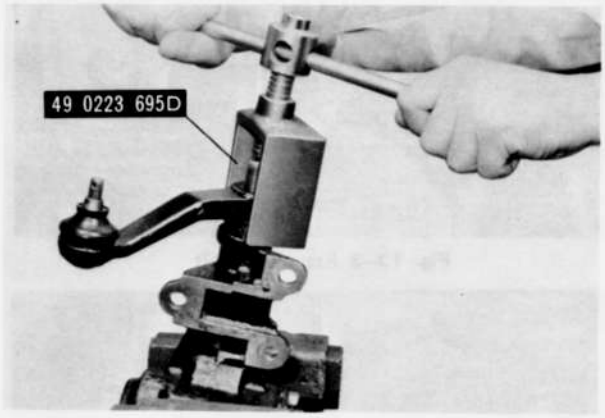

Fig. 10–6 Removing pitman arm
3. Remove the nut attaching the pitman arm and remove the pitman arm with the **pitman arm puller** (49 0223 695D), as shown in Fig. 10–6.